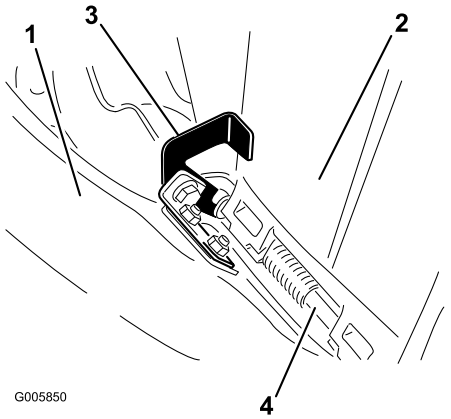

Figura 15
5. Enganche el cierre en forma de gancho del extremo superior del conducto alrededor de la varilla de pivote del deflector, según se muestra en Figura 15.